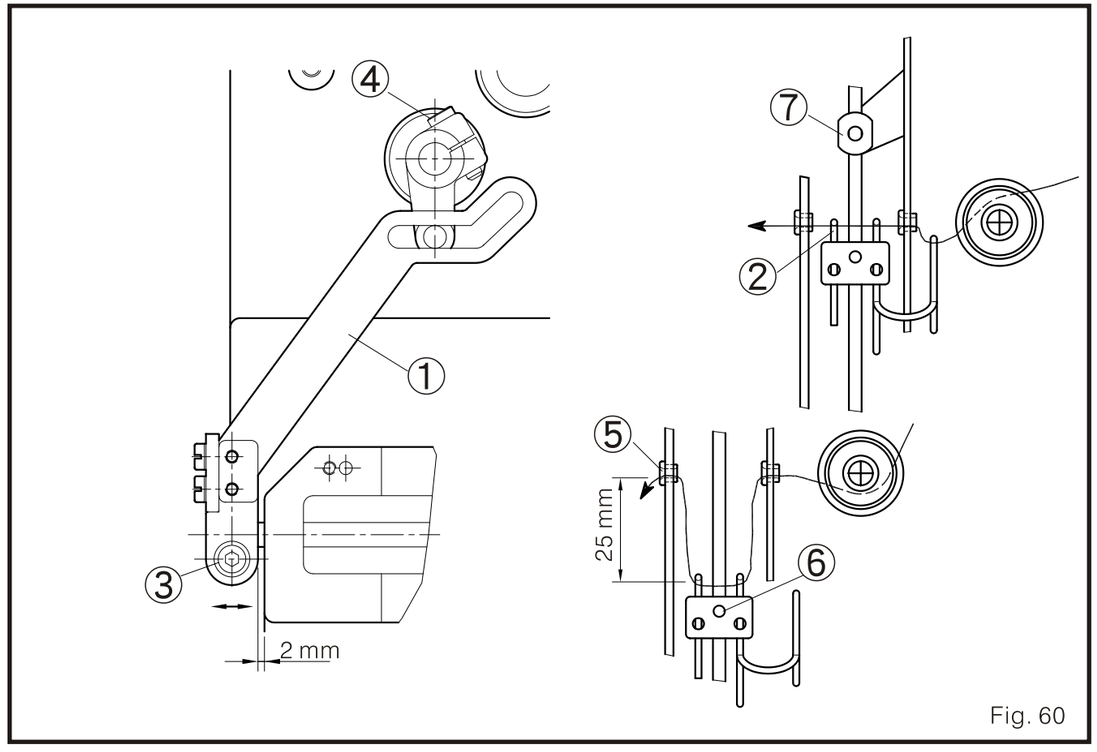

Fig. 60
1. El espacio desde la barra guía conectora del equipo de control de hilo al soporte es de 2.mm cuando la barra 1 esta fija en la posición frontal. La localización del hilo de la aguja y de la barra arrastradota del bucleadorde hilo 2 debe ser como se muestra en la figura 42. (Fig. 60)